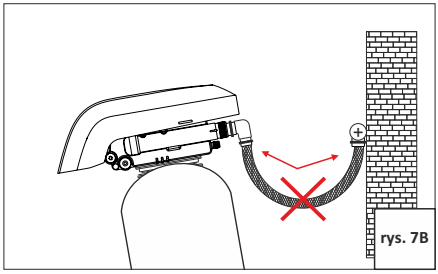

rys. 7B
- Za długi i nienapięty wąż elastyczny będzie powodować nacisk na zawór sterujący oraz zbiornik. W przypadku, kiedy do systemu zostanie doprowadzone ciśnienie, (patrz rys. 6A, rys. 6B, rys, 7A i rys. 7B). Na ilustracji nr. 6A i 6B zobrazowano sytuację, w której do systemu nie jest doprowadzone ciśnienie. Ilustracja nr. 7A i 7B, zaprezentowano sytuację w której do urządzenia doprowadzono ciśnienie. Na ilustracji widać jak elastyczny wąż, który pracuje pod ciśnieniem może unieść głowicę oraz zbiornik podczas naprężania. W przypadku użycia połączeń półelastycznych, sytuacja jest jeszcze bardziej niebezpieczna.